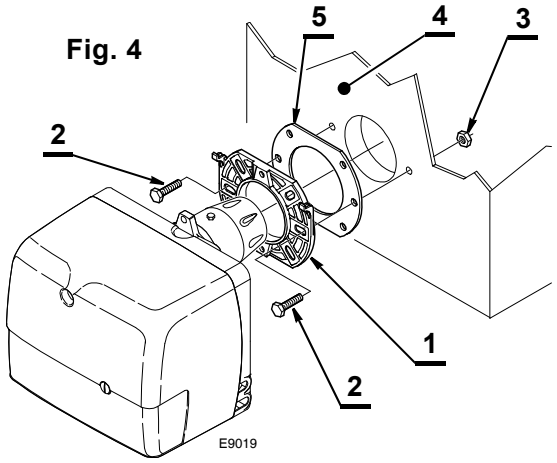

Fig. 4
- Fixer sur la plaque de la chaudière (4) la bride (1) par l'intermédiaire des vis (2) et (si nécessaire) des écrous (3) en interposant le joint isolant (5), (voir fig. 4).